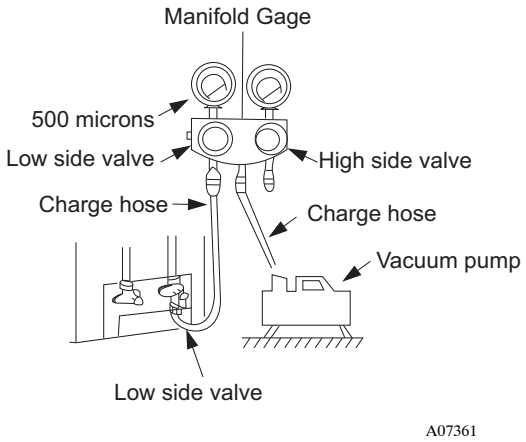

Fig. 18 — Manifold
3. Open (fully) the low side of the manifold gage (see Fig. 18).